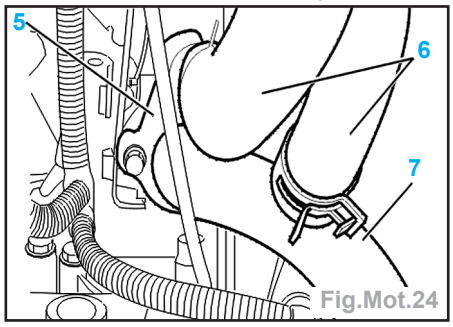

Fig.Mot.24
- Déposer les couvre-culasses (2).
- Déposer le bloc bobine compacté (3).
- Déposer la fourchette de maintien (5) des tuyaux de refroidissement (6) sur l'arrière du boîtier de sortie d'eau (Fig.Mot.24).